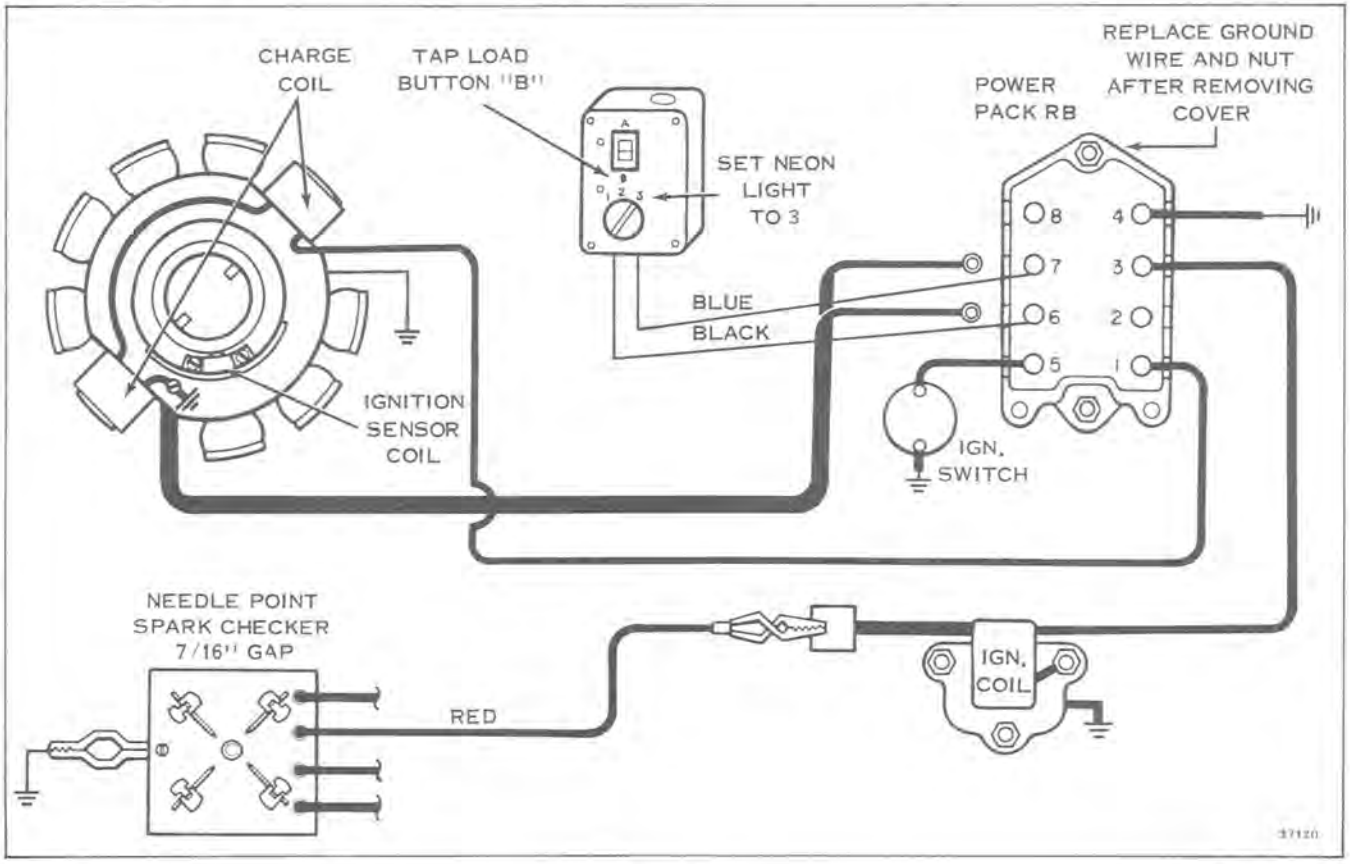

Figure 7-16
D. Crank engine with ignition switch or rope, and at same time rapidly tap neon tester load button "B." See Figure 7-16.